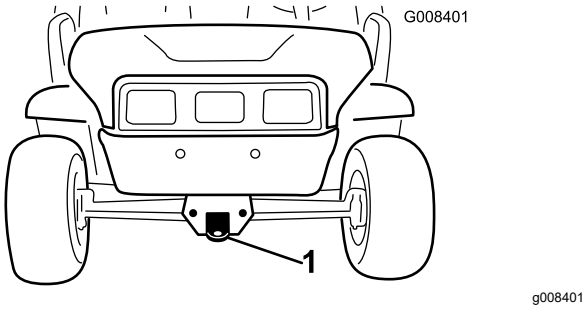
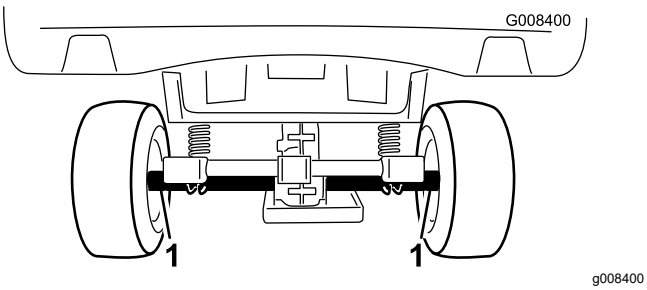

Figur 18
Figur 19
Använd en släpvagn med ramper i fullbredd om du ska flytta maskinen långt. Se till att du fäster maskinen vid släpvagnen. Se Figur 18 och Figur 19 för fästpunkternas placering på maskinen.
2. Fäst en bogserlina i bogseröglan framtill på maskinens ram (Figur 18).